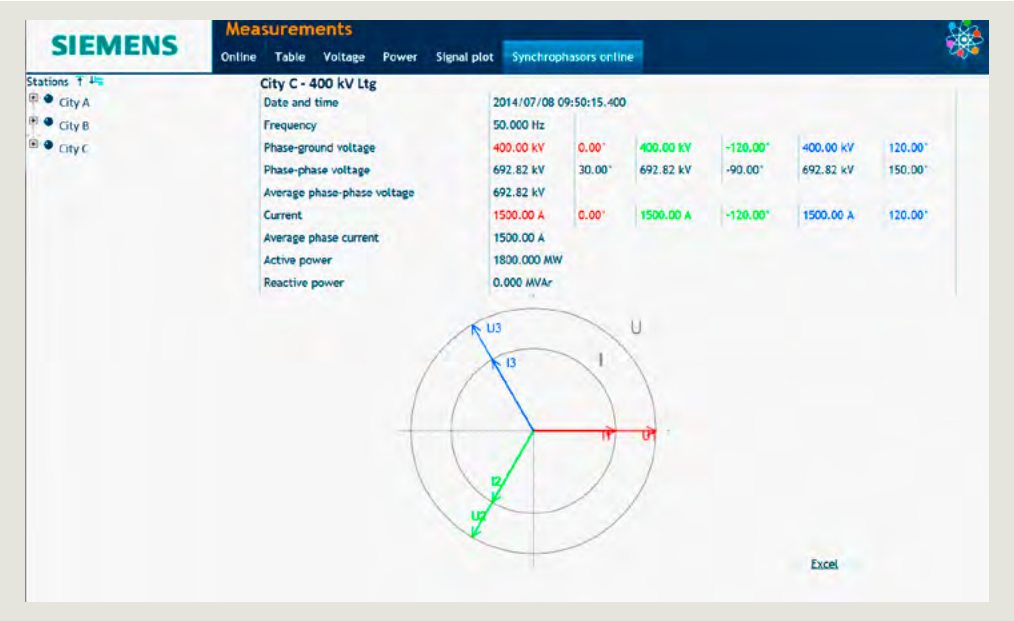
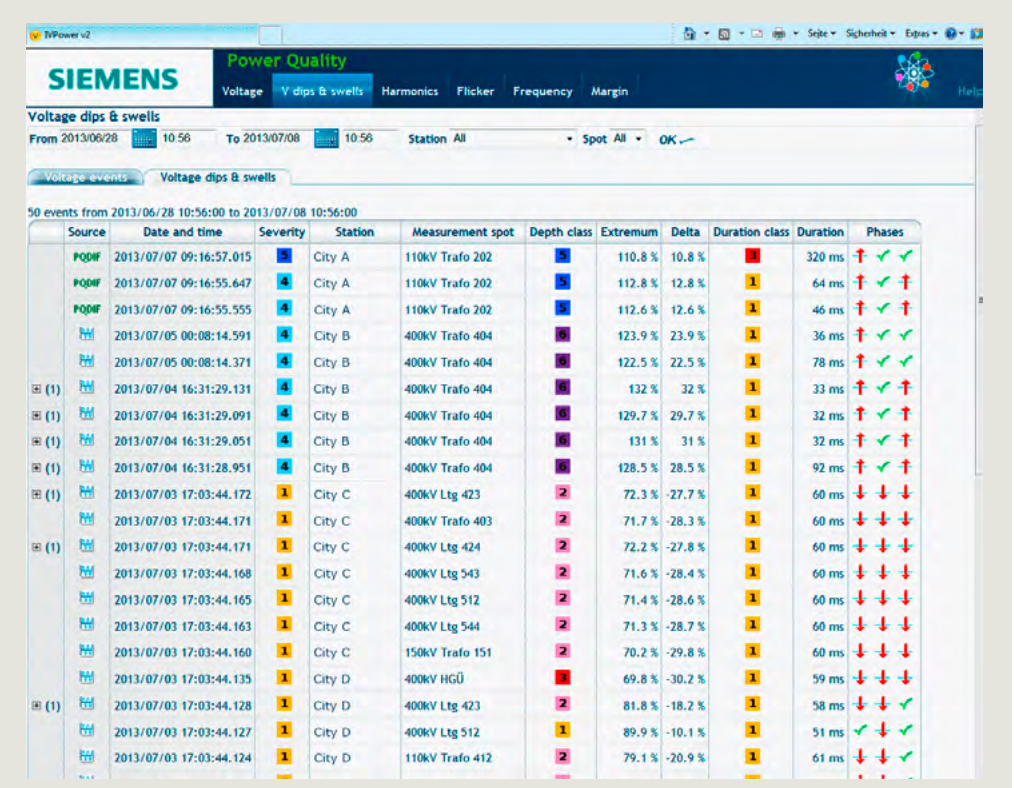

Fig. 6.6-32: Phasor diagram
Fig. 6.6-33: Event list
- SIMEAS SAFIR can also collect the events at the source by using RTUs or dedicated IEC 61850 gateways, for instance. Alternatively, SCADA databases or exports from substation automation systems can be used. This way, SIMEAS SAFIR becomes a system-wide sequence of events (SOE) recorder, which is the optimum solution (fig. 6.6-33, see next page).
- SIMEAS SAFIR takes advantage of the increasing availability of phasor measurement units (PMU). By connecting to phasor data concentrators (PDC), the server can display synchrophasors just as easily as other online measurements on any connected client PC, thus allowing frequency tracking and phase monitoring (fig. 6.6-32, fig. 6.6-33).